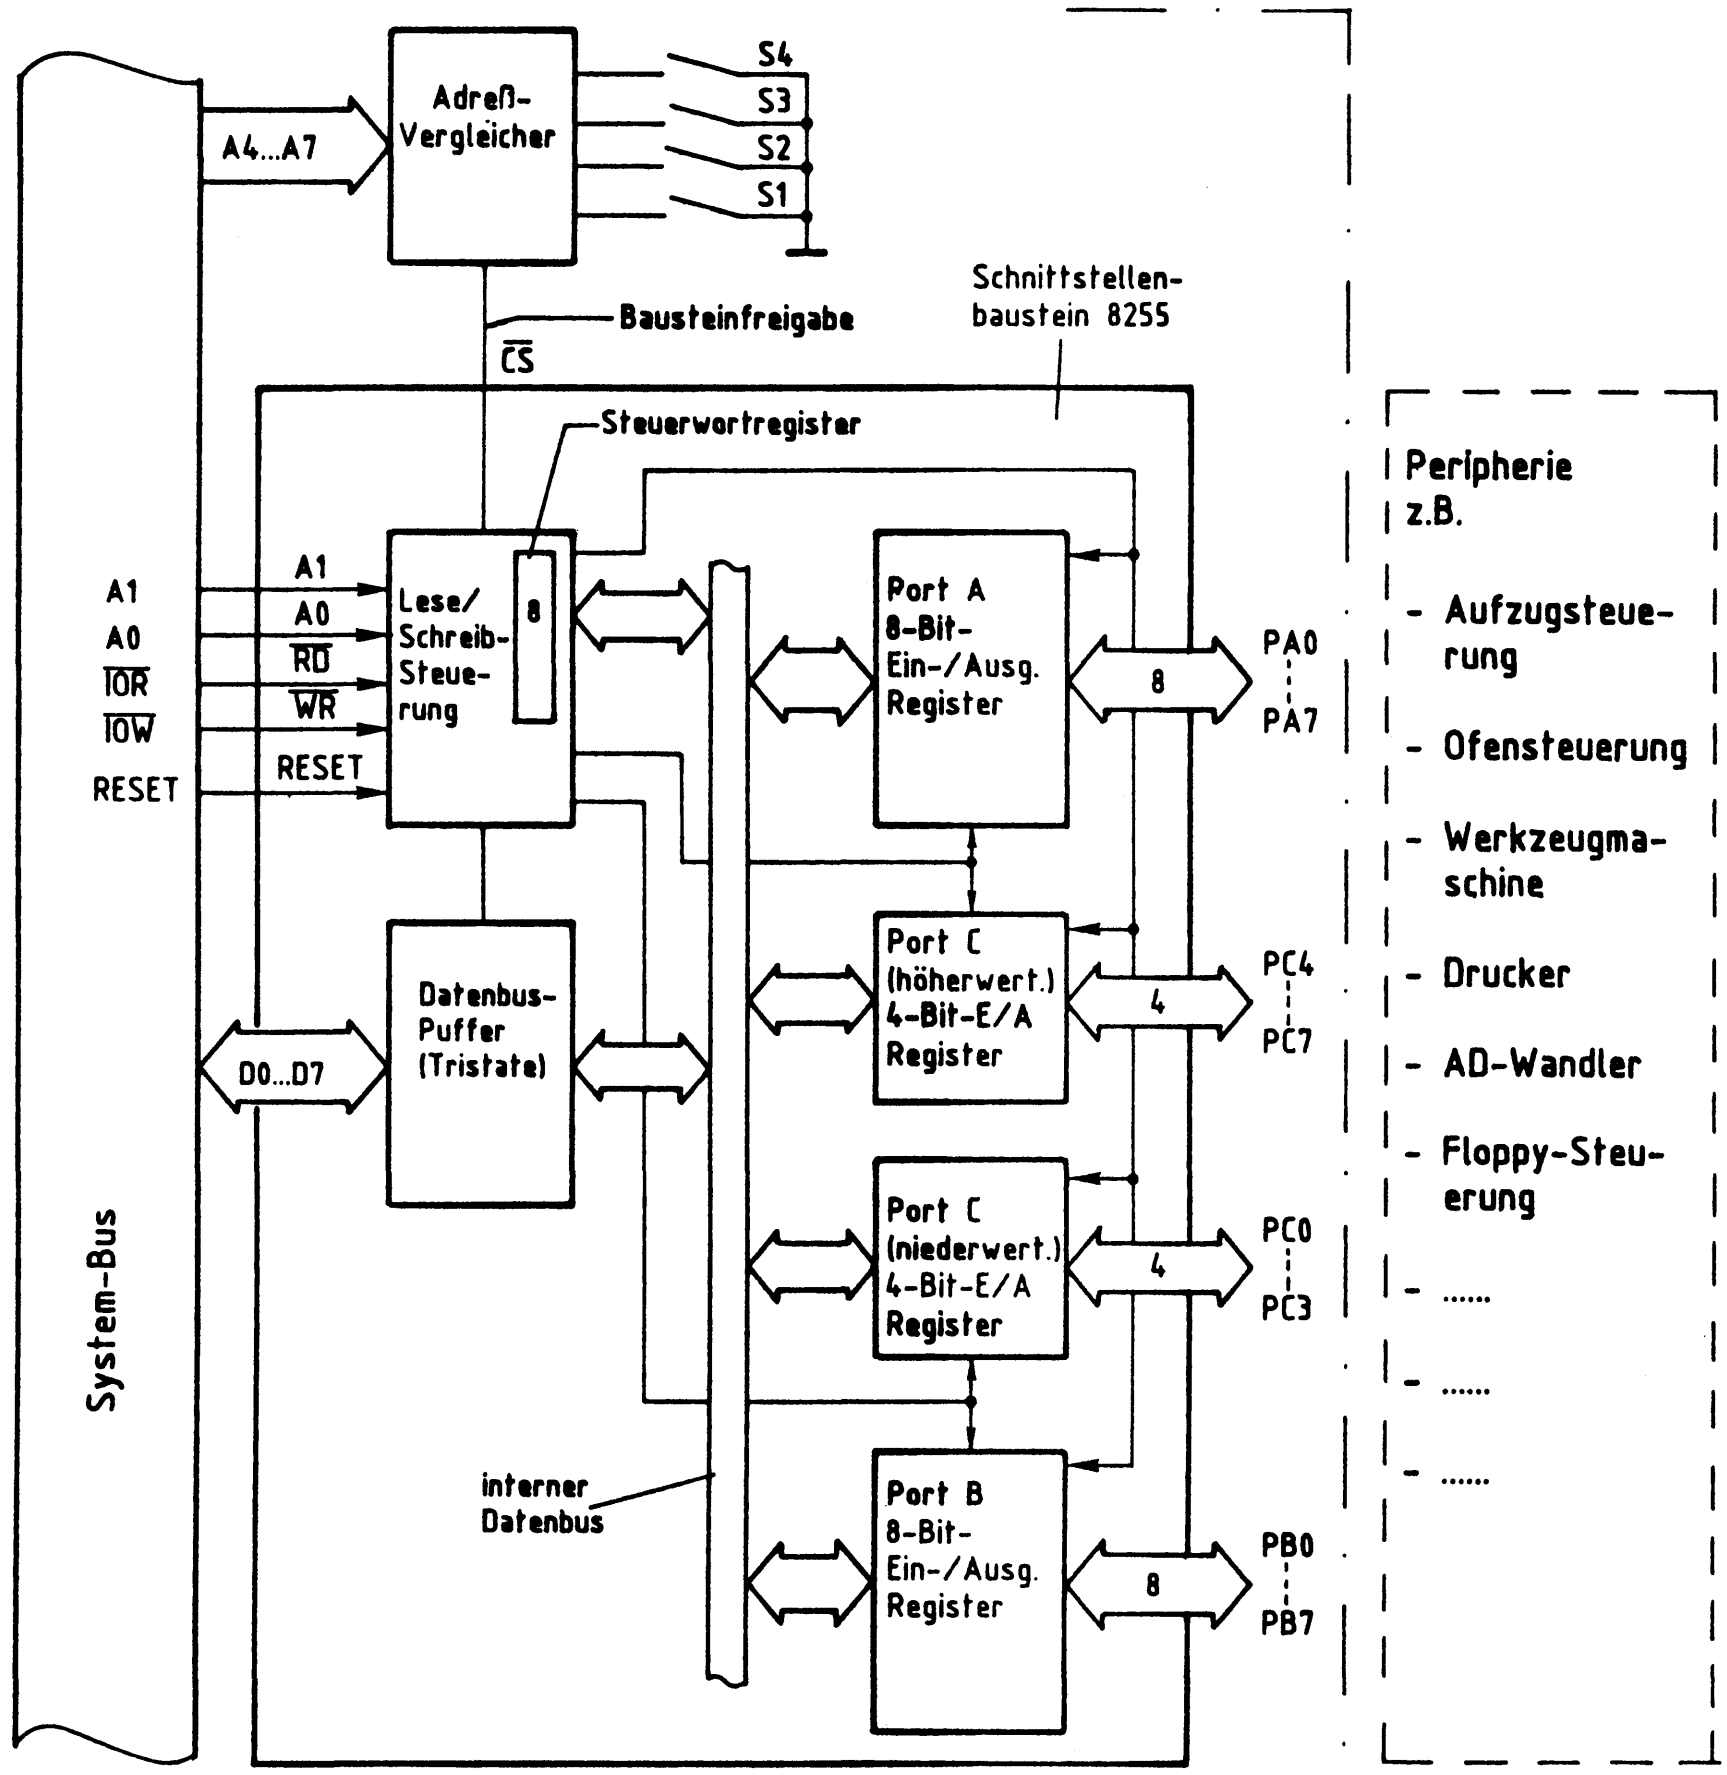

Bild 1: Blockschaltbild der "Programmierbaren Parallelschnittstelle"
Bild 1 zeigt das Blockschaltbild der Baugruppe "Programmierbare Parallelschnittstelle", die aus den Schaltungsteilen "Adreßvergleicher" und "Programmierbarer Schnittstellenbaustein (8255)" besteht. Vor der Behandlung spezieller Einzelheiten wird zunächst die grundsätzliche Wirkungsweise der Baugruppe anhand dieses Blockschaltbildes erklärt.
Beim Lesen der einzelnen Eingabeports, beim Ausgeben von Daten über die Ausgabeports und beim Einschreiben von Steuerworten in das Steuerwort-Register muß dem Baustein 8255 über die Adreßanschlüsse A0 und A1 mitgeteilt werden, welcher der vier internen Blöcke (drei Ports und ein Steuerwort-Register, siehe Bild 1) am gewünschten Datenverkehr beteiligt sein soll. Bild 4 zeigt die Adressierung der Blöcke durch die Adreßleitungen A0 und A1.
Nachdem der Mikroprozessor die Adresse eines der drei Ports oder des Steuerwort-Registers ausgegeben hat, steuert er durch L-Pegel auf einer der beiden Steuerleitungen $\overline{IOR}$ oder $\overline{IOW}$, ob er Daten aus dem Baustein lesen oder zum Baustein senden will. Die beiden Steuerleitungen sind mit den Bausteinanschlüssen $\overline{RD}$ und $\overline{WR}$ verbunden (Bild 1). Mit den Pegeln an diesen Eingängen wird innerhalb des Bausteins über die "Lese/Schreib-Steuerung" die Datenübertragungsrichtung gesteuert.
- Je ein 4-Bit-Kanal von Port C kann in Verbindung mit den Ports A und B verwendet werden (siehe auch Bild 1)